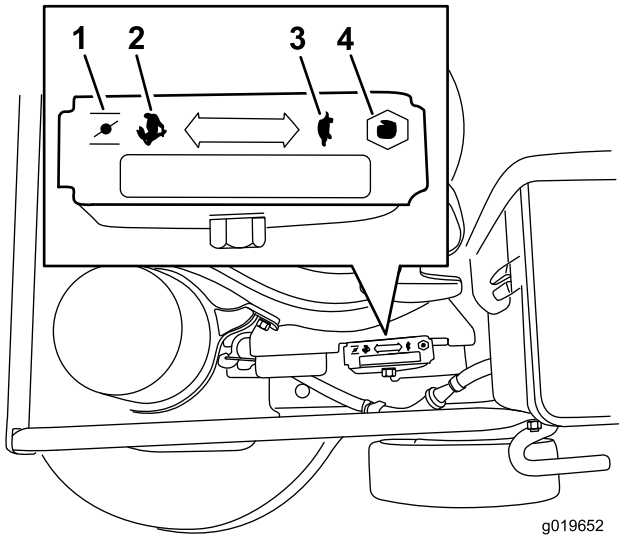

Figuur 7
3. Zet de gashendel op **CHOKE** (Figuur 7).